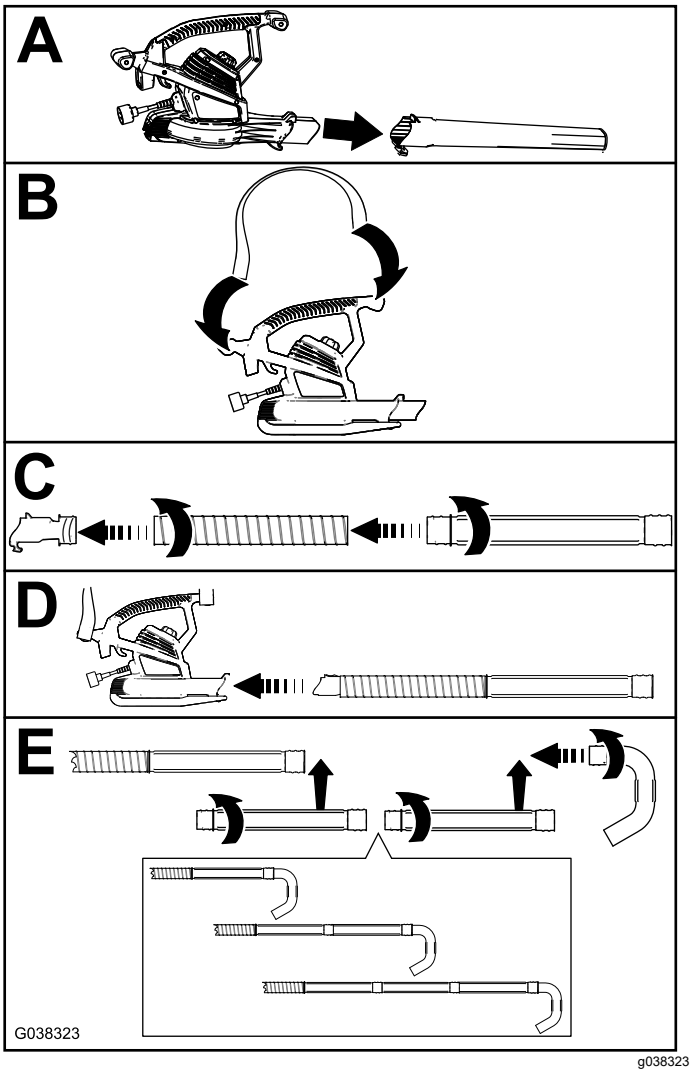

Figur 3
4. Montera slangen och förlängningsrören i kragen enligt beskrivning C och E i Figur 3.